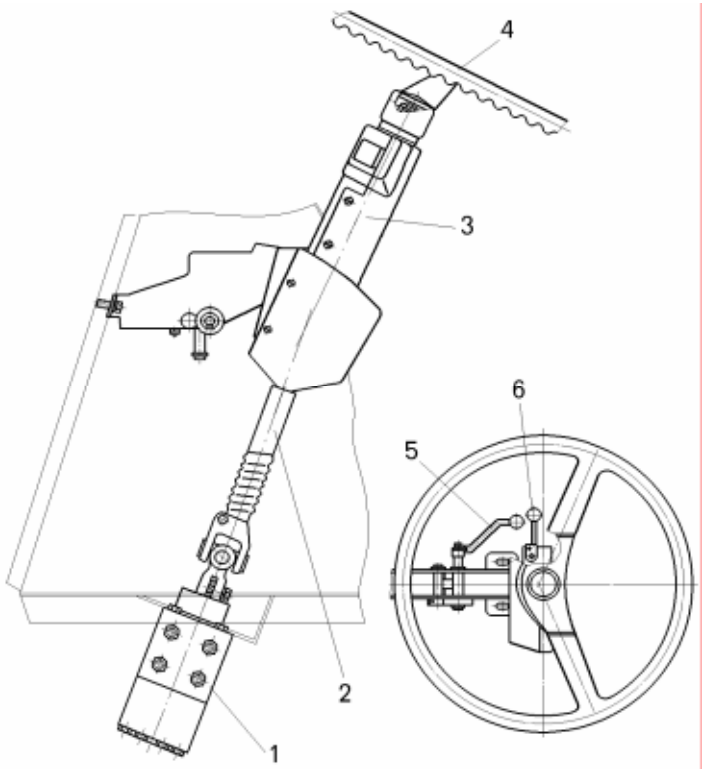

Рисунок 9.1 – Механический привод гидравлического рулевого механизма:
– отвернуть винты и снять пластмассовые кожухи (рисунок 9.1);
– отвернуть винт с торца оси 20 и снять рукоятку 5 (смотри рисунок 9.1);